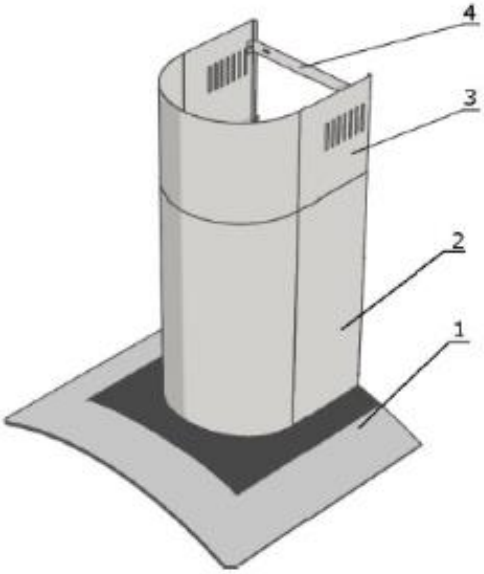

*Рис. 1*
КОМПЛЕКТУЮЩИЕ ДЛЯ СБОРКИ (рис. 1)
5. Сделайте отверстия в помеченных местах с помощью сверла, соответствующего диаметром прилагаемым дюбелям с шурупами (5) (рис. 1).
1. На прикрепленную к стене вытяжку установите декоративные короба (2) и (3) (рис. 1).
2. Выдвиньте верхний короб (3) (рис.1) на нужную высоту.
3. Отметьте на стене расположение отверстий, находящихся в верхнем коробе (3), для точной установки монтажной ленты (4) (рис. 1).
4. На выбранной высоте приложите к стене ленту (4) (рис.1) и отметьте отверстия для монтажа.
5. Просверлите отверстия в стене, используя сверло, диаметр которого соответствует прилагаемым дюбелям (6) (рис.1). Установите монтажную ленту (4) (рис.1) на стене, на отмеченной высоте.